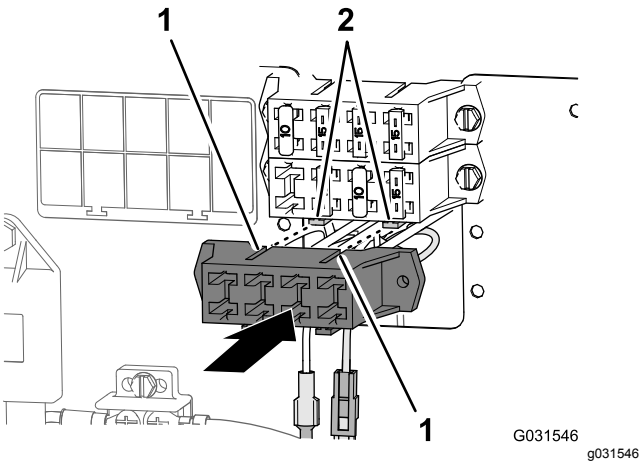

Figur 205
3. Rikta in skårorna i det extra säkringsblocket med monteringsflänsarna på maskinens säkringsblock (Figur 205).